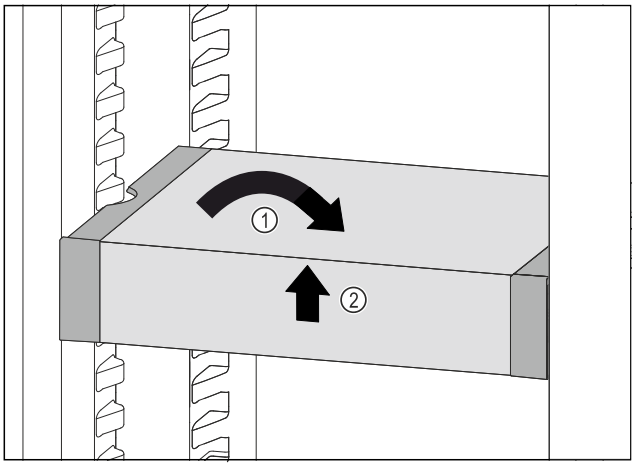

Fig. 130
▶ Remettre le VarioSafe droit. *Fig. 130 (1)*
▶ Soulever la partie avant du VarioSafe. *Fig. 130 (2)*